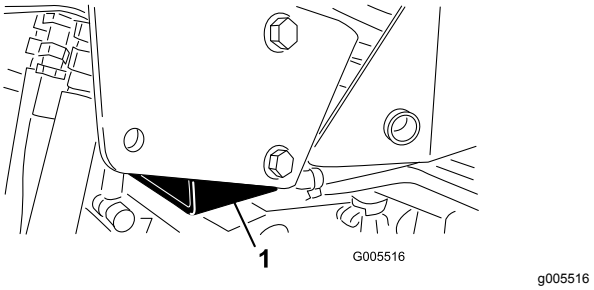

Figuur 30
- Rechts – onder het stutplatform en naast de steunbeugel van de rolbeugel (Figuur 30)